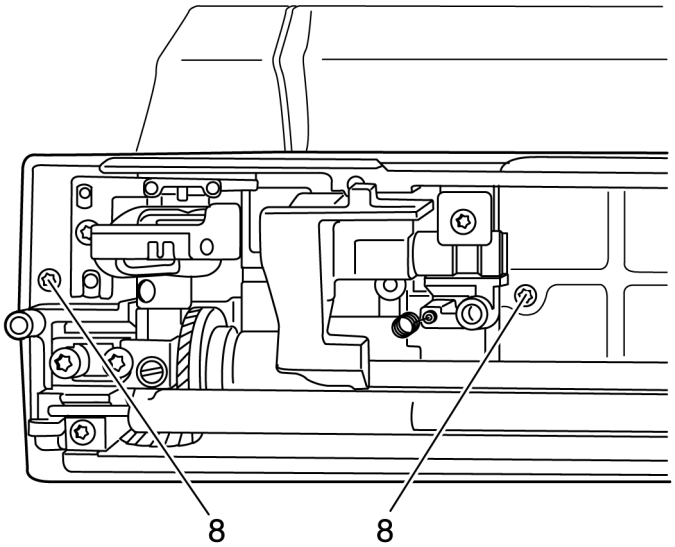

Рис. 7
- Выверните оба крепежных винта 8 (рис. 7).